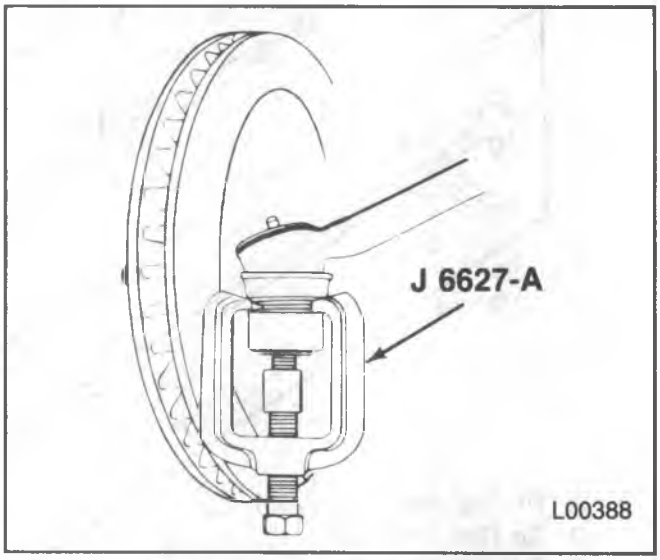

Figure 10—Ball Stud Removal
2. Outer tie rod ball studs from the steering knuckles (4). Use J 6627-A (figure 10).
3. Inner tie rod ball studs from the relay rod (2). Use J 6627-A.
1. Cotter pins and castellated nuts from the tie rod assembly (3).
2. Shock absorber (7) from the tie rod assembly (3).
3. The outer tie rod ball studs from the steering knuckles (4). Use J 6627-A (figure 10).